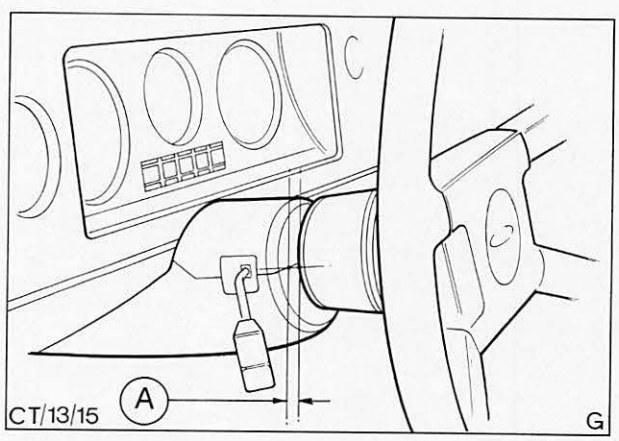

Abb. 84 Spalt zwischen Lenksäulenverkleidung und Lenkrad prüfen
37. Obere Hälfte der Lenksäulenverkleidung anschrauben. Untere Hälfte danach ausrichten und anschrauben. Die Distanz zwischen Verkleidung und Lenkrad soll 2 mm betragen, siehe Abb. 84.